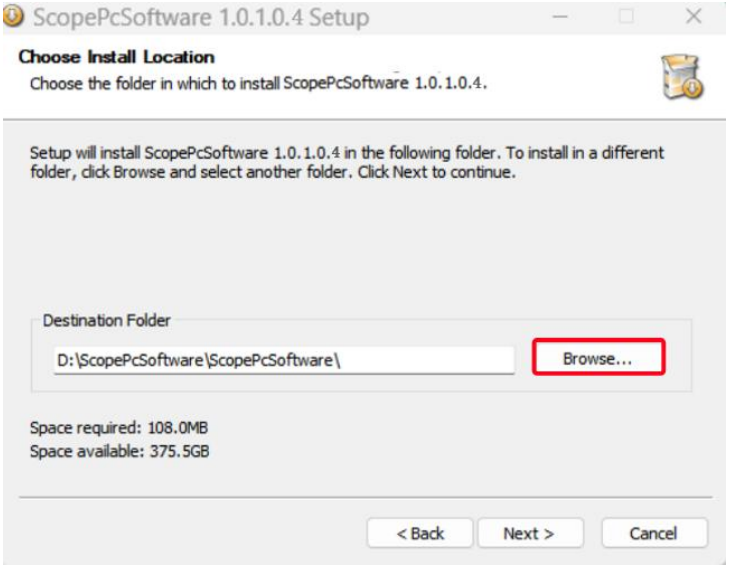
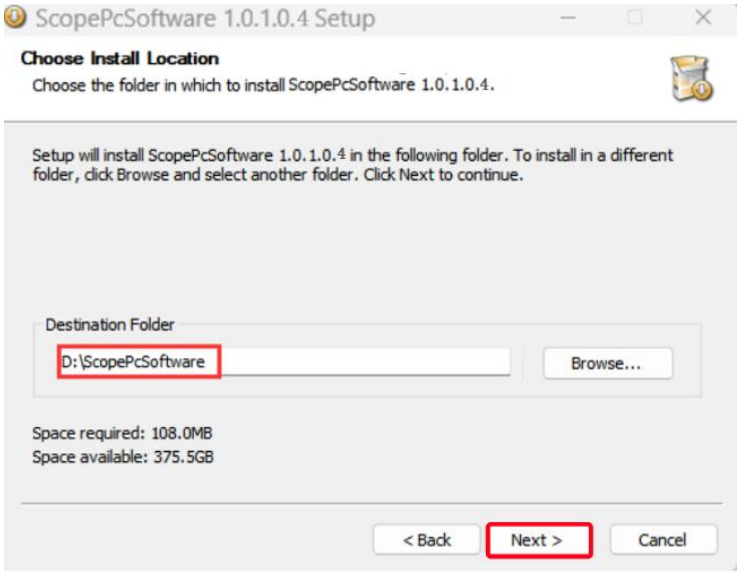

Figure 1-4
Figure 1-6
(2) If you need to change the location of the software installation,click "**Browse**",as shown in Figure 1-4.Enter the Change Target folder screen, select the location of software, as shown in Figure 1-5.Click "**OK**" finally, you can save the software installation location,as shown in Figure 1-6. Click "**Next**" to proceed to the installation step.